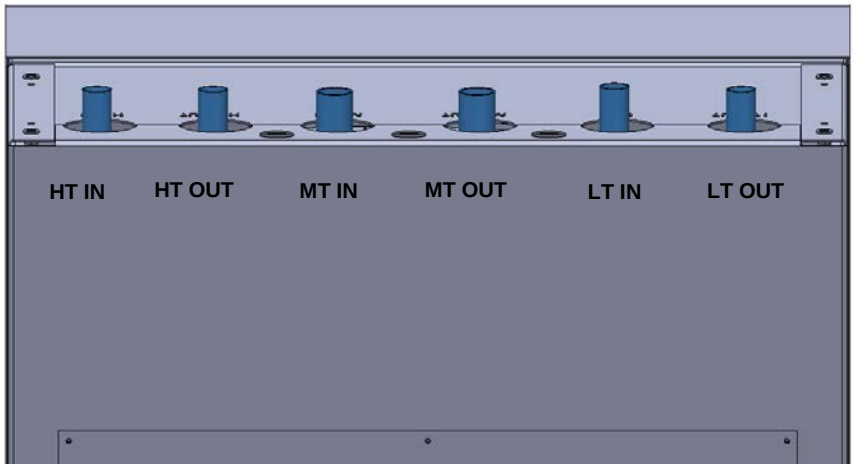

Abb. 14: Hydraulikanschlüsse (Sicht von hinten)
2. Die Hydraulikanschlüsse entsprechend der Beschriftung auf der eCoo 2.0 (siehe auch Abb. 14) mit dem Rohr- bzw. Schlauchsystem verbinden.